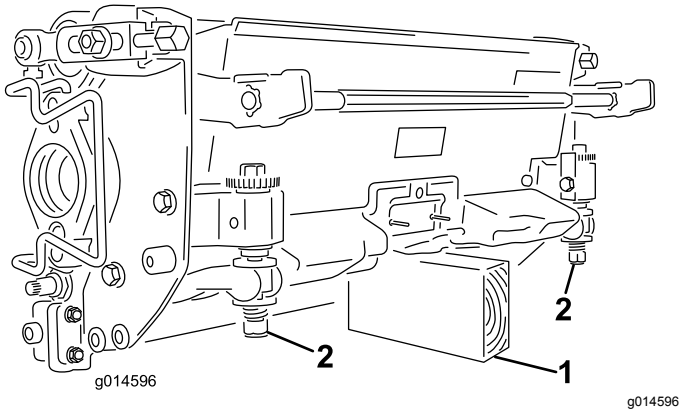

**Figuur 28**
**instelschroeven van de snijbalk niet op het werkvlak rusten (Figuur 28).**